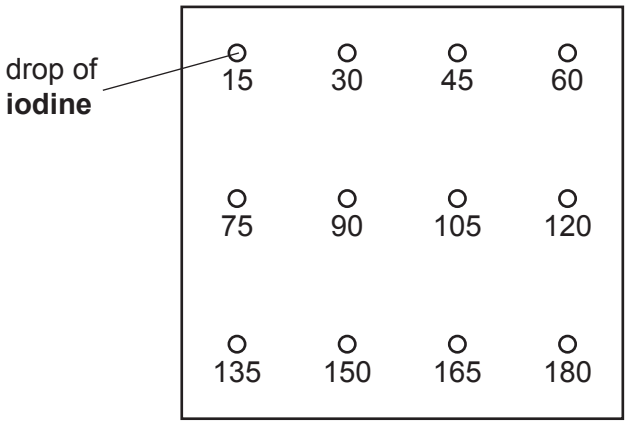

Fig. 1.1
step 3 Label the white tile with the numbers shown in Fig. 1.1.
step 4 Put **one** drop of **iodine** on the white tile at each sampling time, as shown in Fig. 1.1.
step 13 Put **one** drop of **iodine** on the white tile at each sampling time, as shown in Fig. 1.1.
step 15 Put **one** drop of **iodine** on the white tile at each sampling time, as shown in Fig. 1.1.